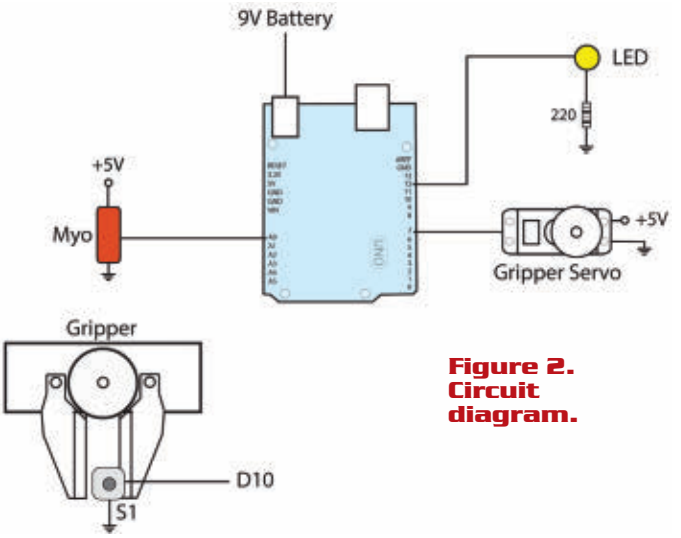

**Figure 2. Circuit diagram.**
**Figure 2** shows the overall servo gripper circuit. Not counting power and ground, there are only four connections to the Arduino. The EMG sensor output is applied to analog input A0. The LED output is D12, and the servo PWM output is through D7. The momentary contact button, S1, is connected to pin D10.